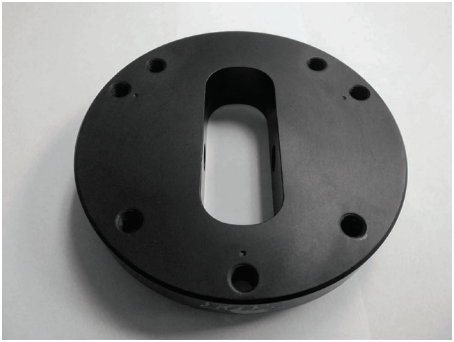

Fig. 2: Correct holes marked with a dot
5. Install the new coil-over assembly. With remote reservoir models make sure that the hoses are facing outward and towards the rear of the vehicle. Connect the top shock hat to the vehicle using the washers and bolts or nuts, depending on shock model. Tighten all three bolts or nuts to 24 ft* lbs. The GM bolt pattern is marked with dots (Fig. 2).